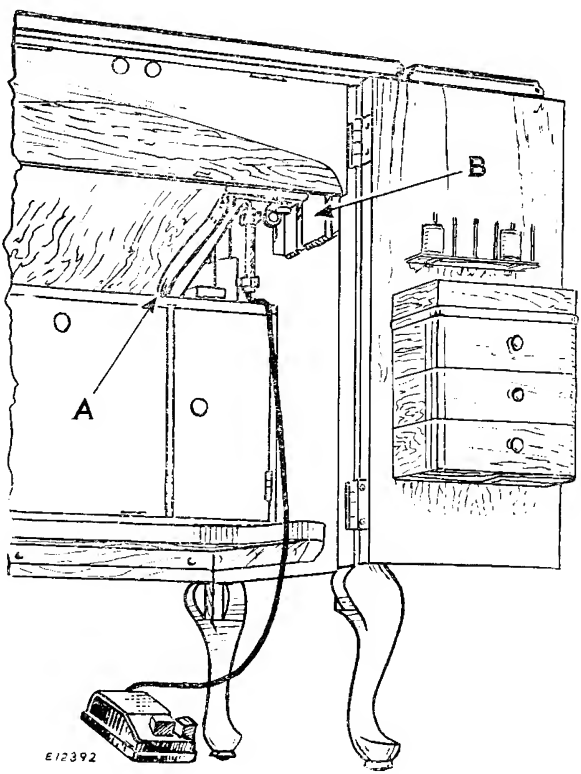

FIG. 4. BAKELITE CONTROLLER ARRANGED FOR FOOT CONTROL WITH CABINET 48
Slide the controller downward out of the holder (B) and place it on the floor in a position convenient for the operator, then turn up the knee lever (A) as shown in Fig. 4.